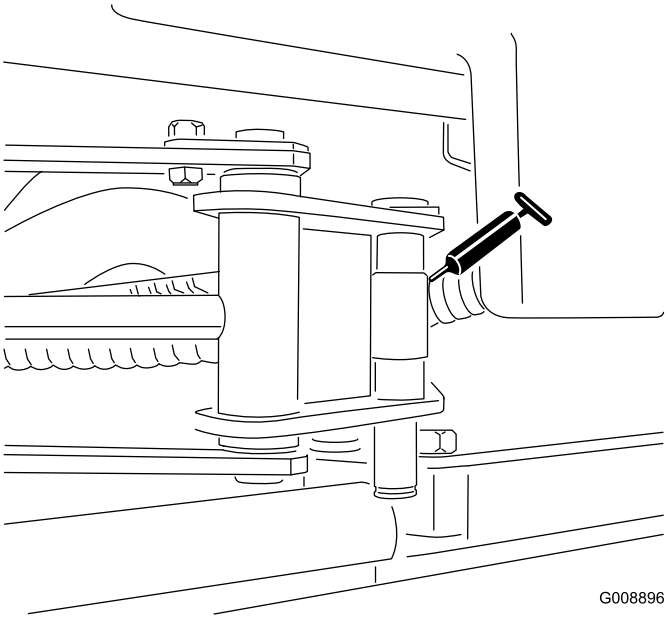

**Figur 49**
- Sidespolecylinderender (2; kun model 03170) (Figur 49)